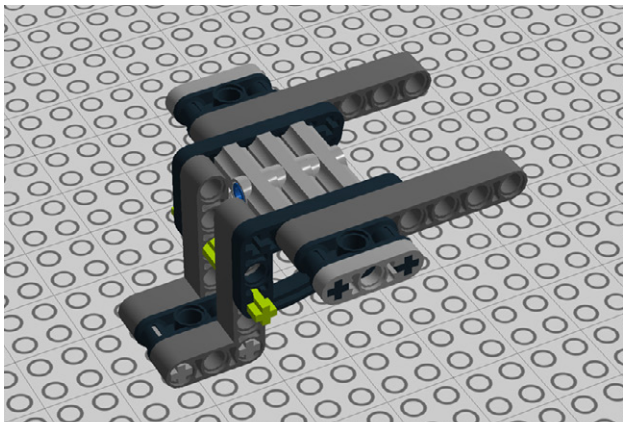

Figure 1-41. *Step 37: Securing things in place*
37. Slide a 5M axle through the cross-holes of the halfbeam curves as shown in Figure 1-41.